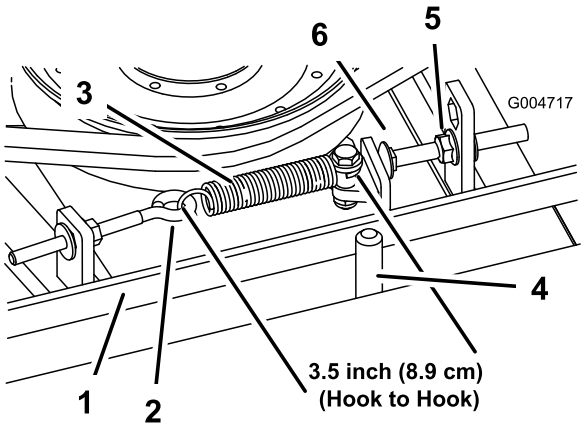

図 69
エクステンションスプリングの長さフックからフックまでが 8.3mm ± 9.5mm であれば、張りは適切です。スプリングの張りを正しく調整できたら、その下のストップボルト キャリッジボルト の頭部とアイドラアームとの間の隙間を 2mm 5mm に調整します 図 69。
注 ベルトが、ベルトガイドのスプリング側に取り付けられていることを確認してください図 69。
2. エクステンション・スプリングを外せるように、アイボルトを外す 図 69。
3. ストップボルトを取り付けタブに固定しているフランジナットをゆるめ、プーリを押してベルトの張りをなくす図 69。
9. エクステンションスプリング 図 69 をアイボルトに以下のように取り付ける